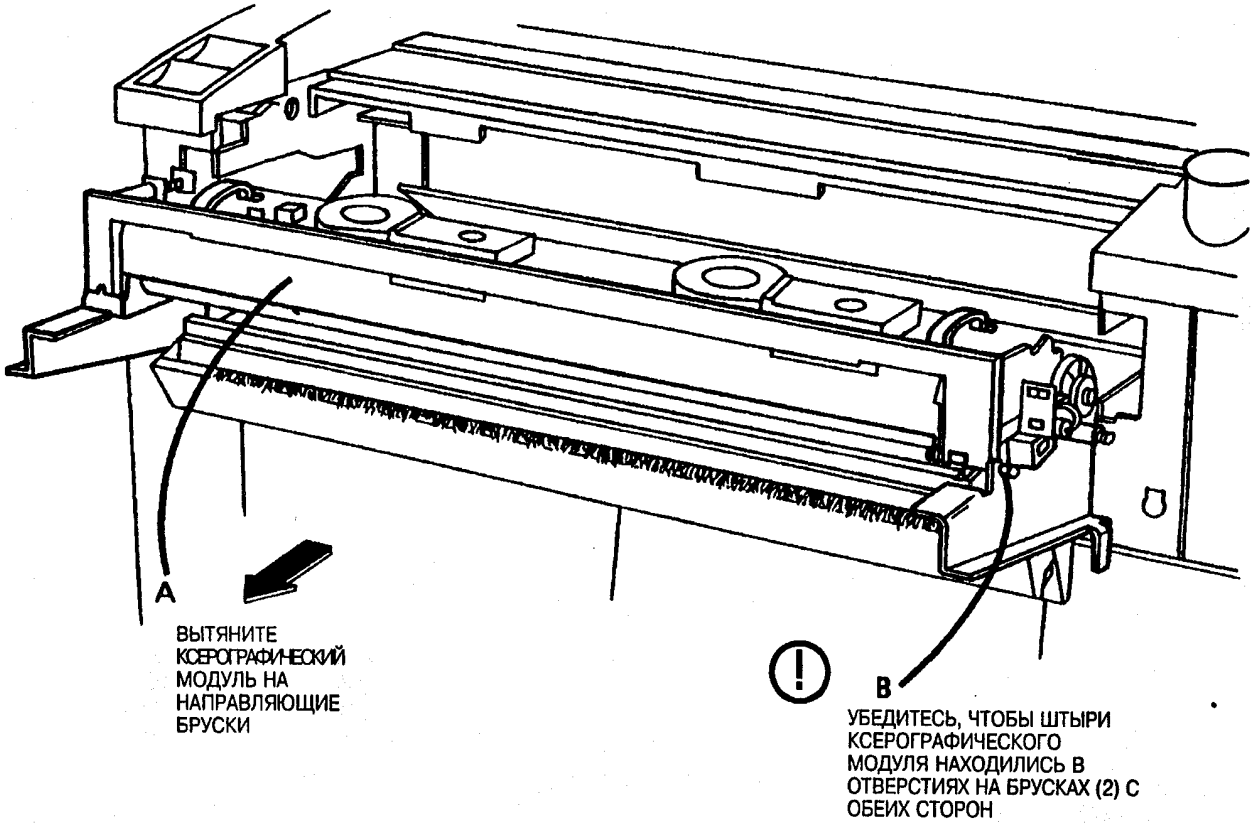

Рис. 23. Удалите ксерографический модуль
24. (Рис. 23): Удалите ксерографический модуль.